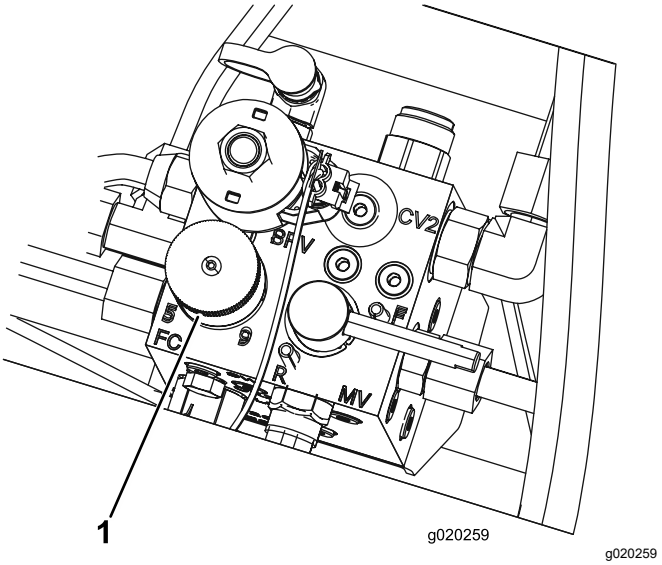

Figur 43
5. Vrid gräsklippargrenrörets ratt (Figur 43) så att indikatorpilen är i linje med cylinderhastighetsnumret som fastställdes i steg 3.